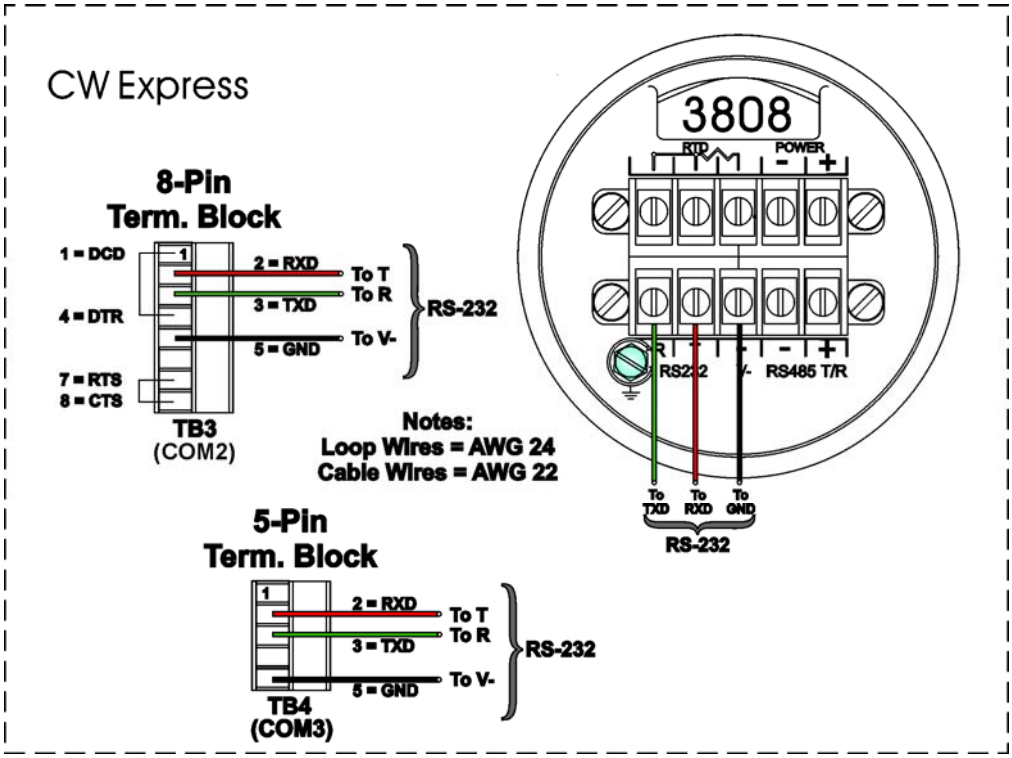
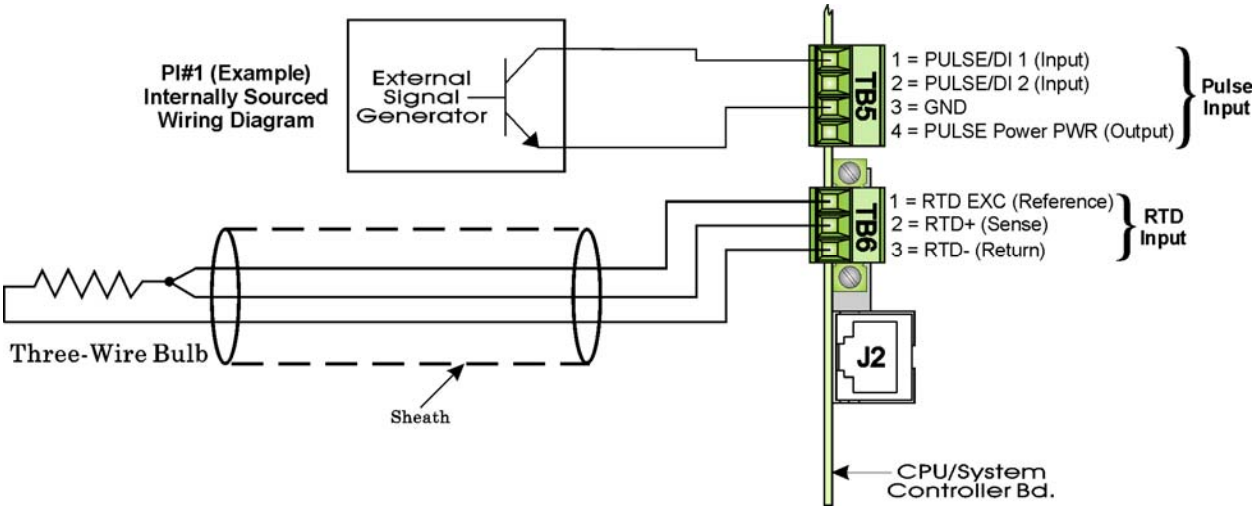

**Figure C-8 - Model 3808 Transmitter to Control**Wave **Express RS-232 Comm. Cable Diagram**
**Figure C-11 - CPU/System Controller Board Field I/O Wiring Diagrams**
5. Install I/O wiring to the Process I/O Board and CPU/System Controller Board (see Figures C-11 and C-12 and Section 2.3.4 if required). Install a communications cable between the ControlWave Express and a Model 3808 Transmitter (Network of Transmitters) if required (see Figures C-8 through C-10). Figures C-8 and C-9 detail the RS-232 and RS-485 wiring connections required between the ControlWave Express and the Model 3808 Transmitter.